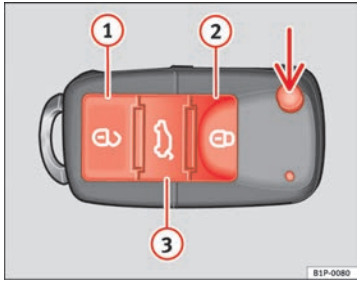

Fig. 63 Assignment of buttons on the remote control key
Using the button ⇒ fig. 63 (arrow) on the control, the key shaft is released.
Unlocking the vehicle 🔓 ⇒ fig. 63 (1). The doors and the tailgate are unlocked.
Locking the vehicle 🔒 ⇒ fig. 63 (2).
Unlocking the tailgate. Press the button ⇒ fig. 63 (3) until all indicators on the vehicle briefly flash. When the unlocking button (3) is pressed, you have 2 minutes to open the door. Once this time has passed, it will lock once more.
Also, the battery indicator on the key ⇒ fig. 63, will flash.
– Press the 🔓 ⇒ page 100, fig. 63 button on the remote control.